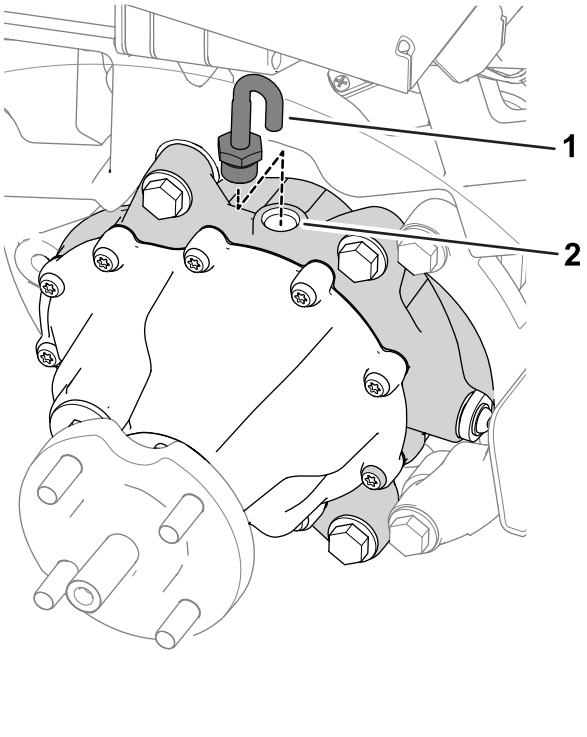

Figur 59
7. Fjern udluftningsslangen og -fittingen fra toppen af gearkassen (Figur 59).
9. Sæt udluftningsslangen og -fittingen i påfyldningshullet (Figur 59).